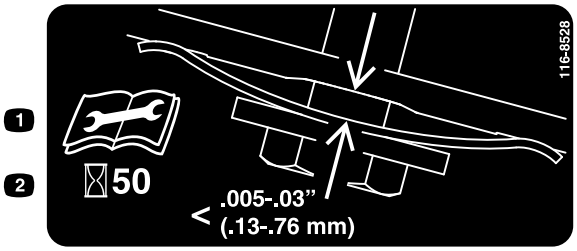

Figur 35
4. Hold et følerblad som er stilt inn til mellom 0,13 og 0,76 mm mot veggen og skyv det ned bak remspenningsfjæren. Se Figur 35.